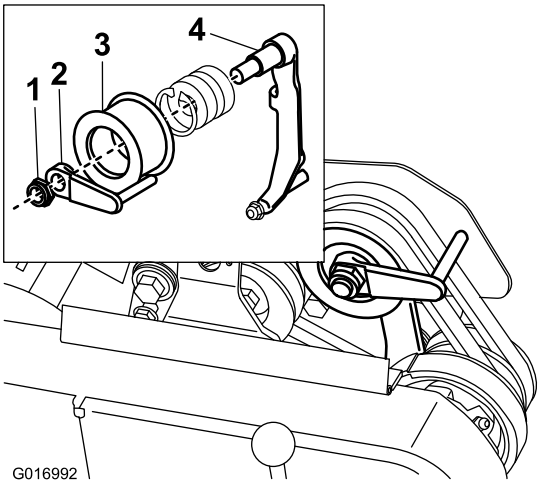

Figur 40
8. Juster remstyret (Figur 40, indsats) som følger for at gøre det nemmere at trække eller skubbe maskinen uden at starte motoren: